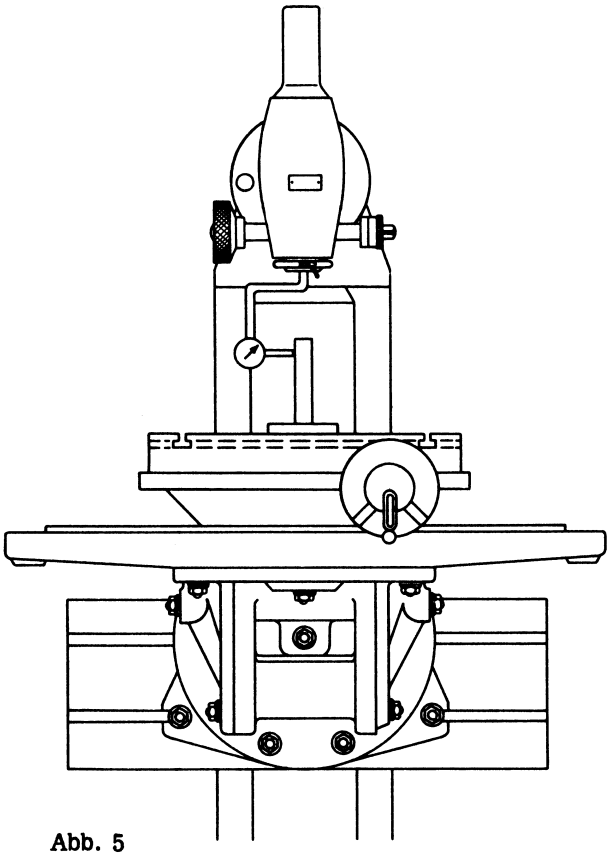

Abb. 5
d) **Einstellen der Senkrechtfrässpindelachse auf die Rundtischdrehachse** (Abb. 5)
3) Der Rundtisch wird aufgesetzt. In die ausgerichtete Senkrechtfrässpindel wird mittels Spannzange ein Meßuhrhalter mit radial nach innen tastender Uhr eingespannt (siehe Abb. 5). Ein auf dem Rundtisch ausrichtbarer Prüfdorn wird hiermit zur Rundtischachse zentriert.